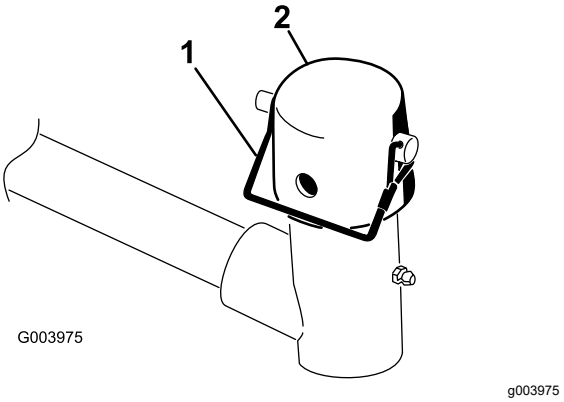

**Figur 9**
9. Demontera låsstiftet och locket på lyftarmens svängok (Figur 9).
**Obs:** Använd skåran om du vill kunna styra klippenheten eller hålet om klippenheten ska låsas fast i ett läge (Figur 9).